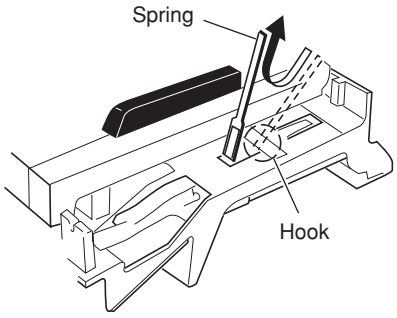

Fig.20
1. After a key has been removed, push a key spring down once to take it out of the hook. (Fig.20)